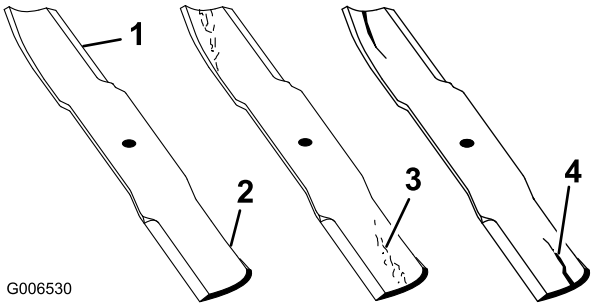

Figuur 77
1. Controleer de snijranden (Figuur 77). Als de snijranden niet scherp zijn of inkepingen vertonen, moet u de messen verwijderen en deze slijpen. Zie Maaimessen slijpen.
2. Controleer de messen, met name het gebogen deel (Figuur 77). Als u beschadiging, slijtage of groefvorming in dit deel constateert (Figuur 77), moet u het mes direct vervangen.